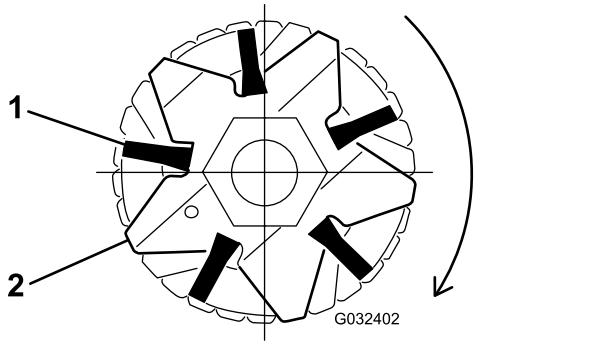

Bild 18
4. Stellen Sie sich, dass die Bürsten in den Schlitzen des Groomermessers sitzen (Bild 16 und Bild 18).
5. Wickeln Sie die Riemen lose um die Spindelwelle des Groomers und die Bürsten, wie in Bild 16 abgebildet; setzen Sie die Riemen in die Rillen in den Bürsten ein Bild 18.